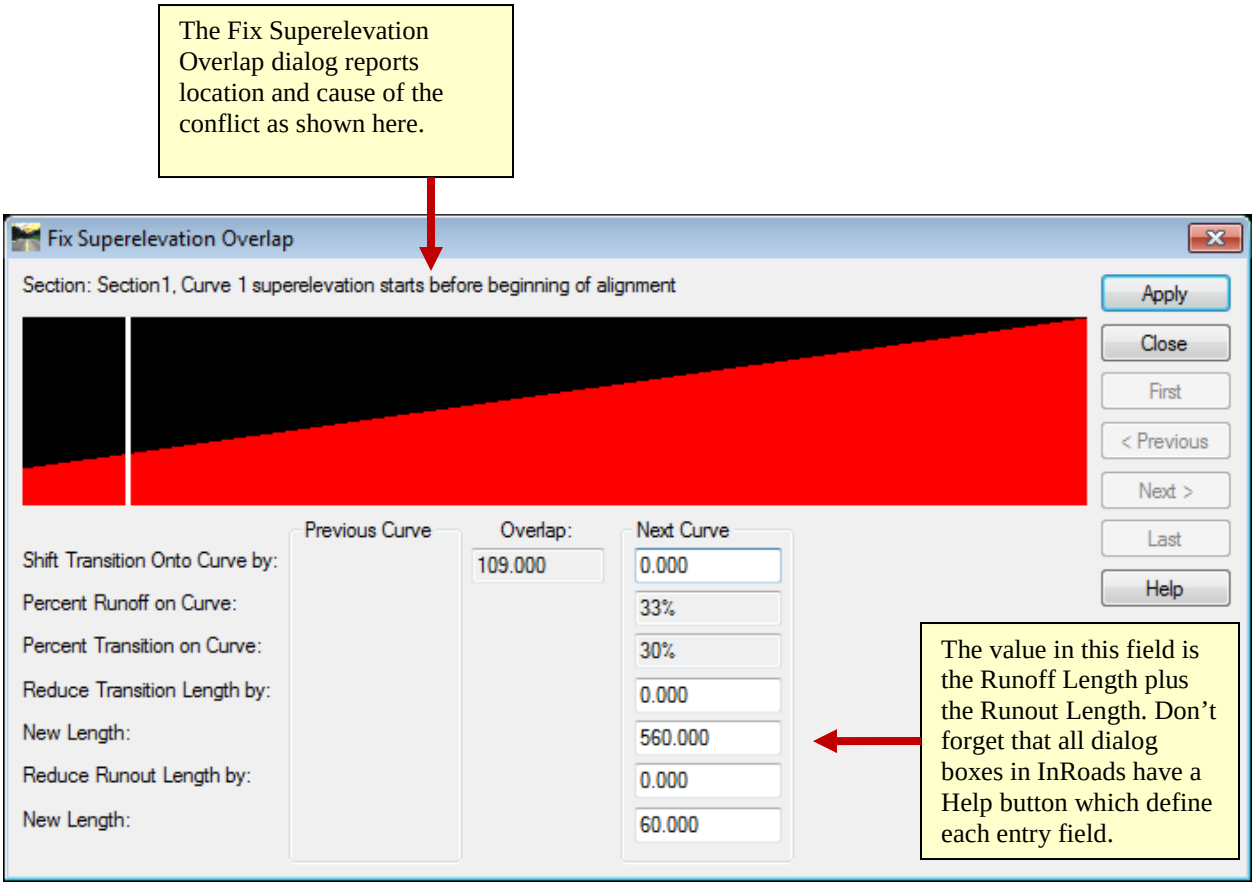
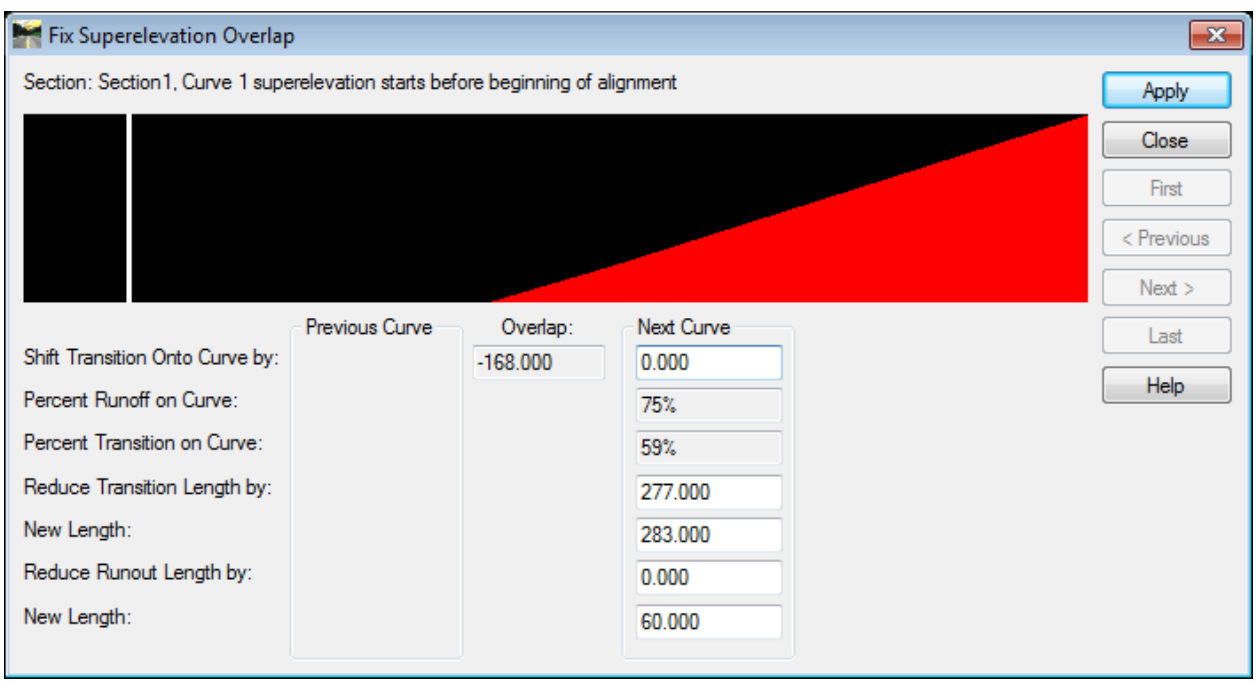

Figure L8-50 Fix Superelevation Overlap
Figure L8-51 Fix Superelevation Overlap
• Click **Finish**. The **Fix Superelevation Overlap** dialog opens as shown in *Figure L8-50*. ***NOTE**: The **Fix Superelevation Overlap** dialog only displays when conflicts exist.
90.	**The Fix Superelevation Overlap dialog appears only when Superelevation Conflicts are detected in the Superelevation Calculations. In this case the Superelevation starts before the beginning of the Alignment as stated in *Figure L8-50* above. One way to resolve this issue is to extend the Alignment but for this case we will use the Fix Superelevation Overlap dialog to change the Transition Runoff length from 500 to 223 (the value originally selected from the 08_65.sup table).** • In the **New Length:** field currently populated with the value **560.000**, change the value to ***283.000*** (223 + 60) and press the Tab key. • Notice the overlap value changed from **109.000** to **-168.000**. This tells us that we are now **168.00** feet from the beginning of the Alignment and that overlap is no longer a problem. The graphics also change. The White line represents the location of the conflict while the Red area illustrates the zone of conflict relative to the White line. • Ensure your entries match shown in *Figure L8-51*. • Click **Apply**. The White conflict line disappears and the Red transition area is shown without a conflict. • Notice many of the buttons are grayed out and unavailable. Had additional conflict zones existed in the Alignment - these buttons would be available to move to the next conflict so they could be resolved. • Click **Close**. You are returned to the **Roadway Designer**. • Click the **Process All** button to ensure the Superelevation changes are applied. • **Close** the **Results** Report if one opens.